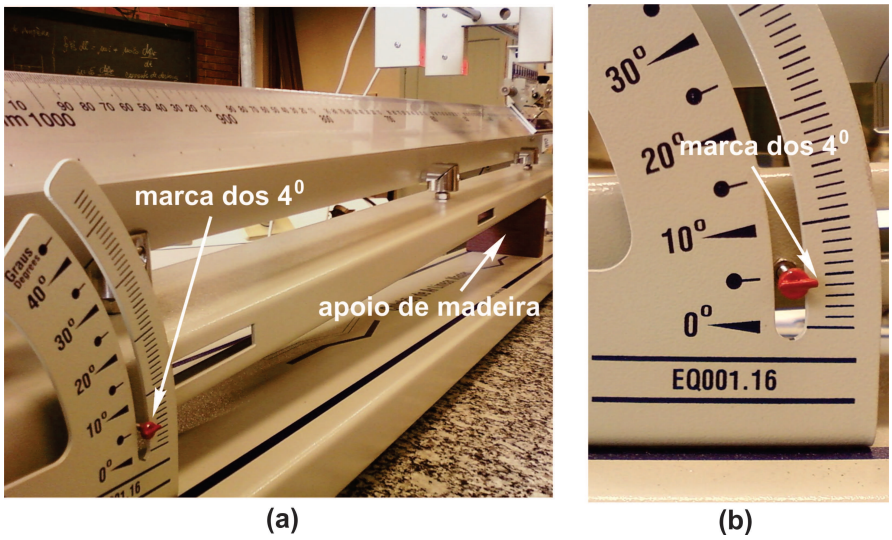

Fig. 7: Colocação do trilho de ar no ângulo de inclinação $\theta = 4^0$.
7. Usando o apoio de madeira, coloque o trilho de ar nos ângulo de inclinação $\theta = 4^0$, como mostram as fotografias das Fig.7(a) e (c).